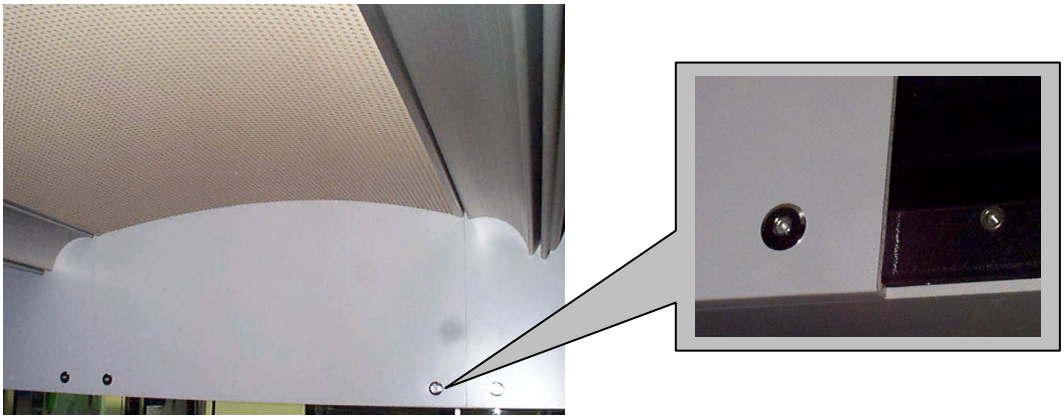
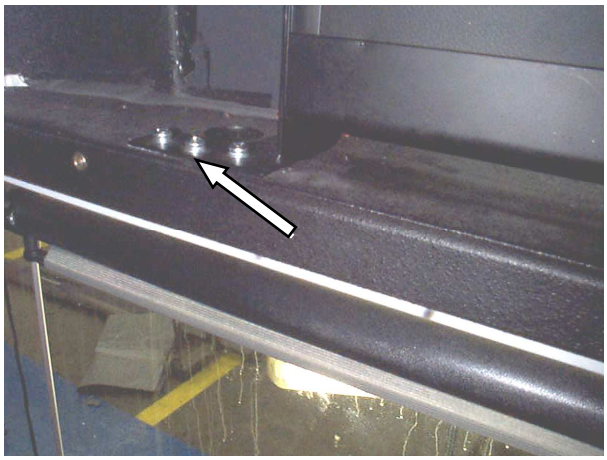

Rys. 2. Dostęp do przedniej tablicy informacyjnej
Rys. 3. Śruby mocujące przednią tablicę informacyjną – wskazane strzałką
- dostęp do przedniej tablicy informacyjnej uzyskać można od wewnątrz pojazdu po odkręceniu śrub klap maskujących (Rys. 2.); demontaż przedniej tablicy kierunkowej polega na odkręceniu śrub mocujących, znajdujących się za osłoną (Rys. 3),